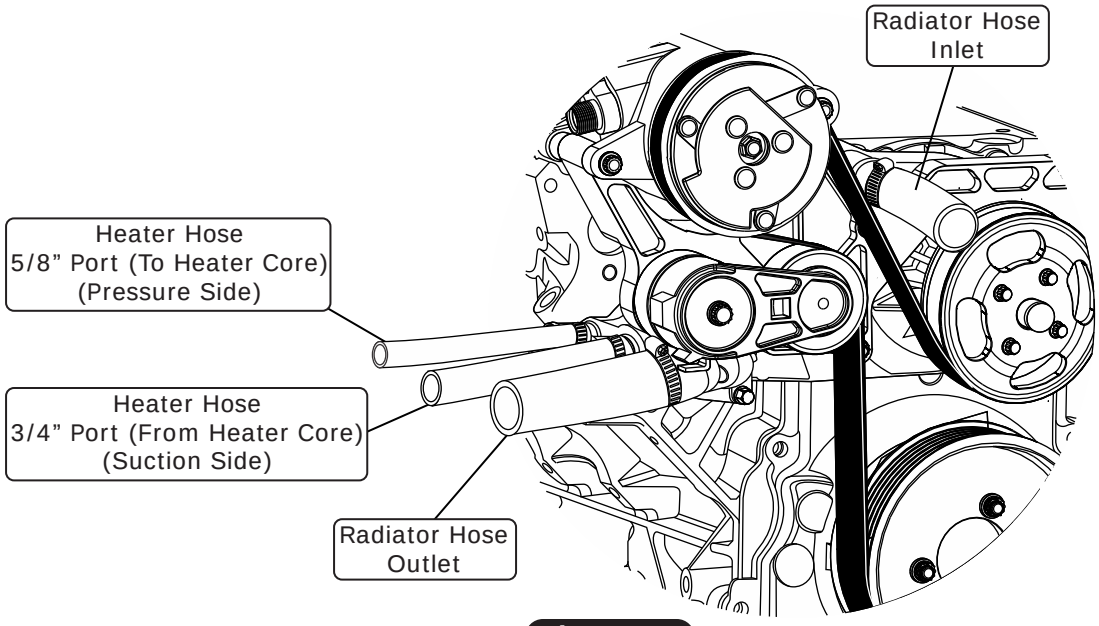

**Figure 14**
1. Install the (2) heater hoses onto the water pump. **NOTE: The hose clamp location and position should be as shown in Figure 14, below.**
2. Install the (2) radiator hoses onto the water pump. **NOTE: The hose clamp location and position should be as shown in Figure 14, below.**